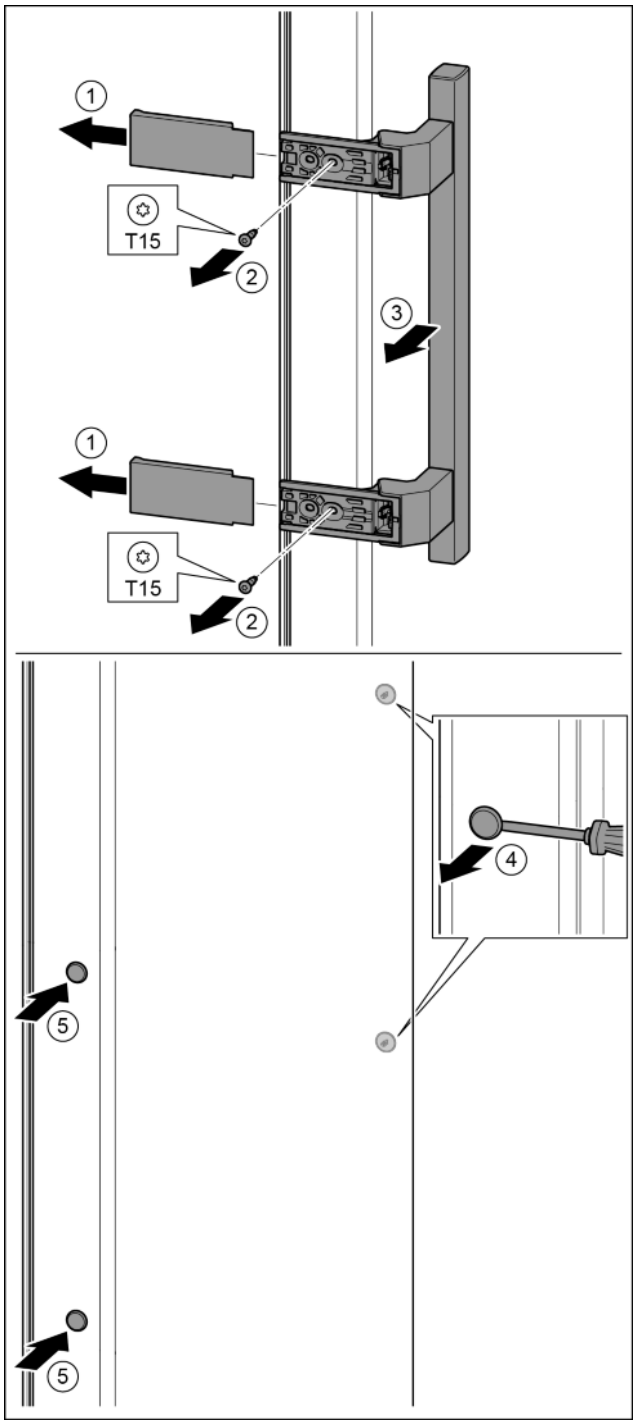

Fig. 21
▶ Снять крышку. *Fig. 21 (1)*
▶ Выкрутить винты отверткой T15. *Fig. 21 (2)*
▶ Снять ручку. *Fig. 21 (3)*
▶ Осторожно приподнять шлицевой отверткой боковые заглушки и вынуть их. *Fig. 21 (4)*
▶ Заглушки снова вставить с другой стороны. *Fig. 21 (5)*